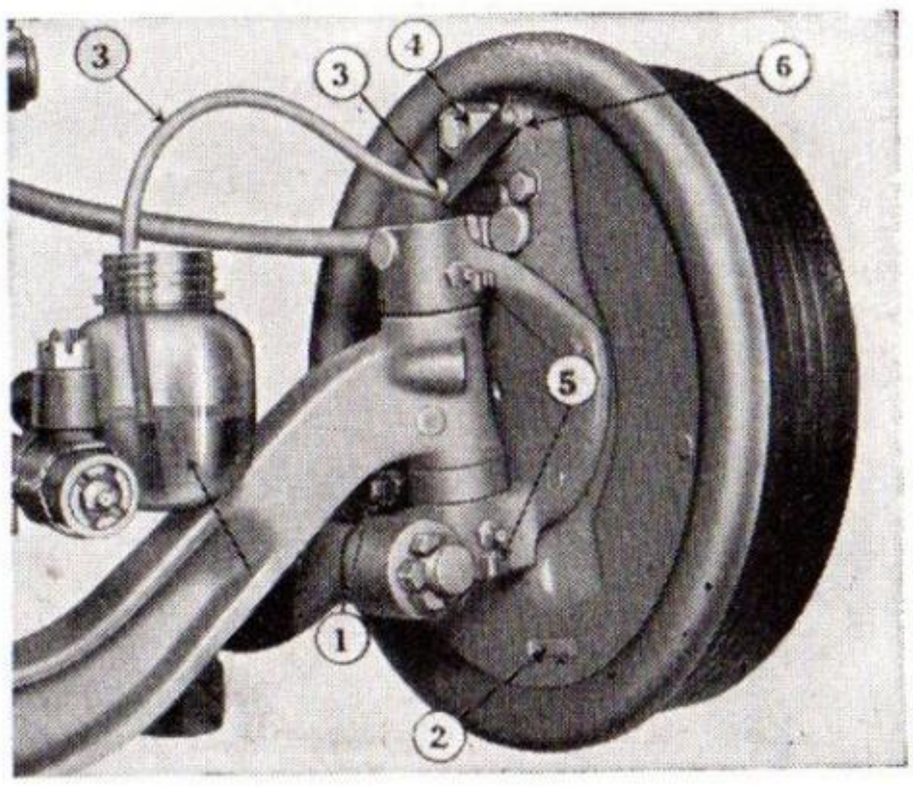

Fig. 50
BLEEDING HYDRAULIC LINES—Fig. 50: It is necessary to bleed air out of them when the pedal action is soft and spongy or when any of the brake lines are disconnected. Connect Nash bleeder tube (3) to bleeder screw of wheel cylinder as shown.